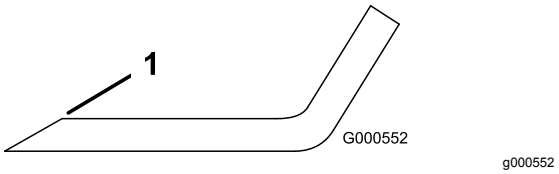

Figur 68
1. Bruk en fil til å slipe eggen i begge ender av kniven (Figur 68).
Merk: Hvis kniven ikke er i balanse, filer du bort litt av metallet på enden av vingeområdet (Figur 68).